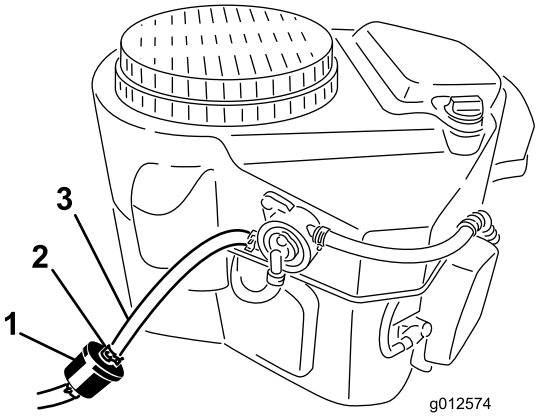

Figure 51
2. Nettoyez la surface autour du bouchon du réservoir de carburant pour éviter que des débris ne tombent à l'intérieur du réservoir (Figure 51).
4. Pincez les extrémités des colliers et faites glisser ceux-ci pour les éloigner du filtre (Figure 51).